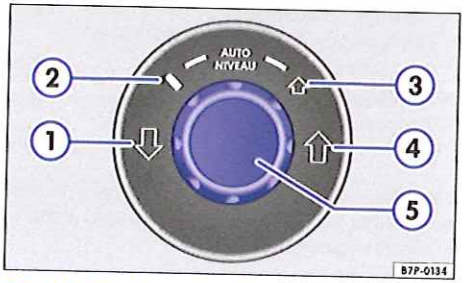

Fig. 167 Dans la partie inférieure de la console centrale : commande rotative pour le réglage de l'assiette.
Le correcteur d'assiette permet de sélectionner *quatre* niveaux d'assiette → fig. 167 :
Légende de la fig. 167 :
- Tournez la commande rotative → fig. 167 (5) sur l'assiette souhaitée.